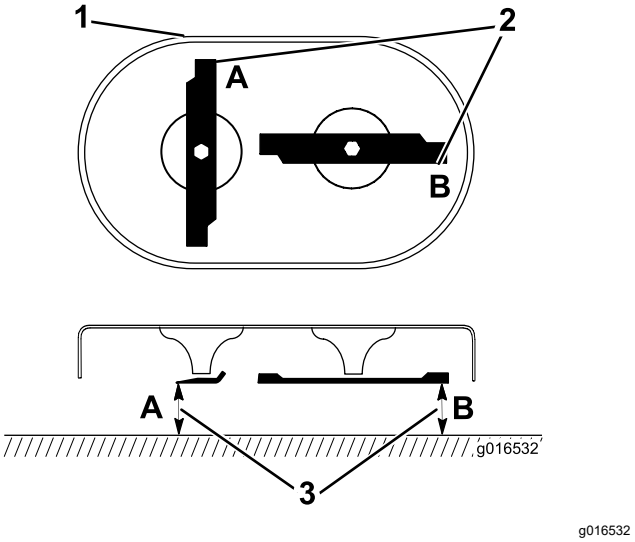

Figura 35
1. Gire las cuchillas hasta que estén posicionadas según se muestra en Figura 35.
2. Mida desde una superficie nivelada hasta los filos de corte, en las posiciones **A** y **B** (Figura 35) y anote las dimensiones.